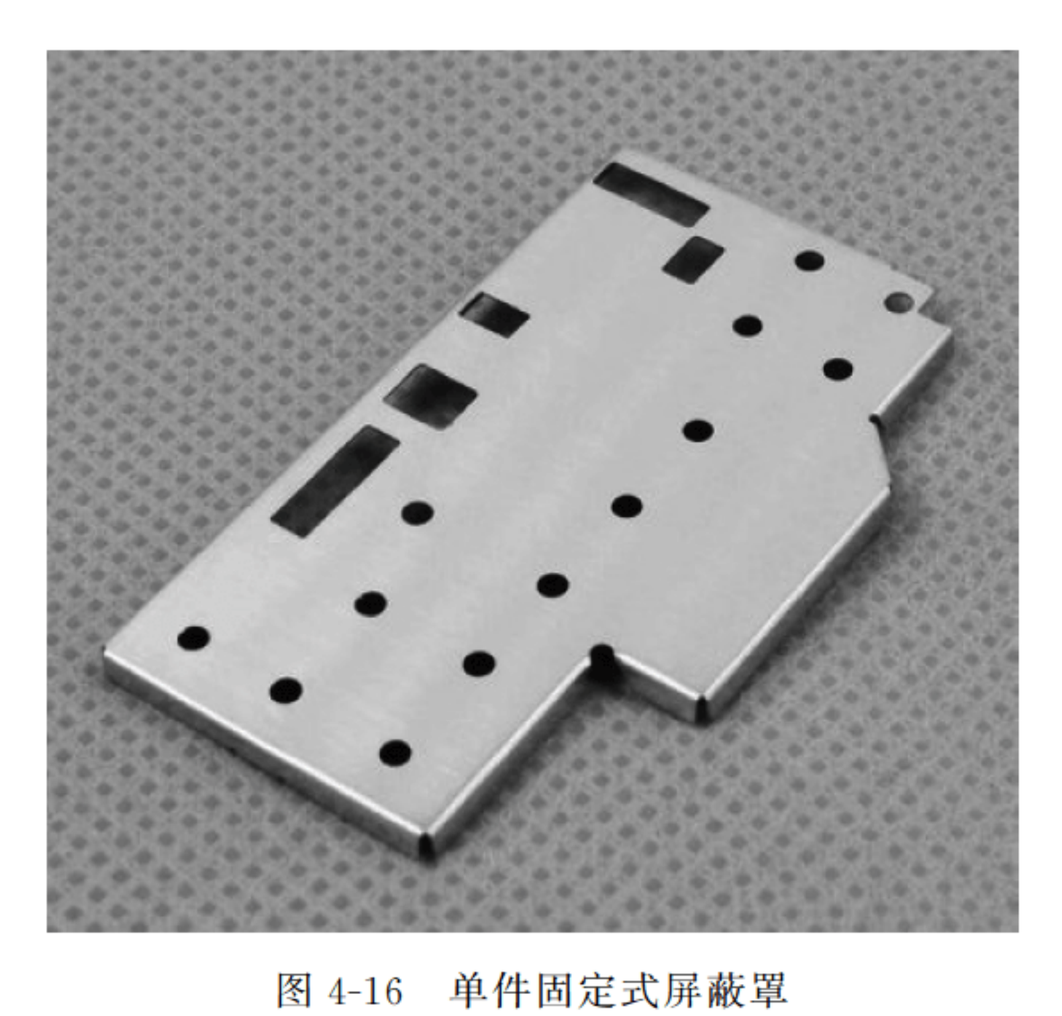

图 4-16　单件固定式屏蔽罩
(1) 单件固定式:直接焊接到 PCB 上。生产成本较低,遮蔽率优;SMT 良率受限于屏蔽罩的大小;不方便进行后期维修处理。单件固定式屏蔽罩如图 4-16 所示。